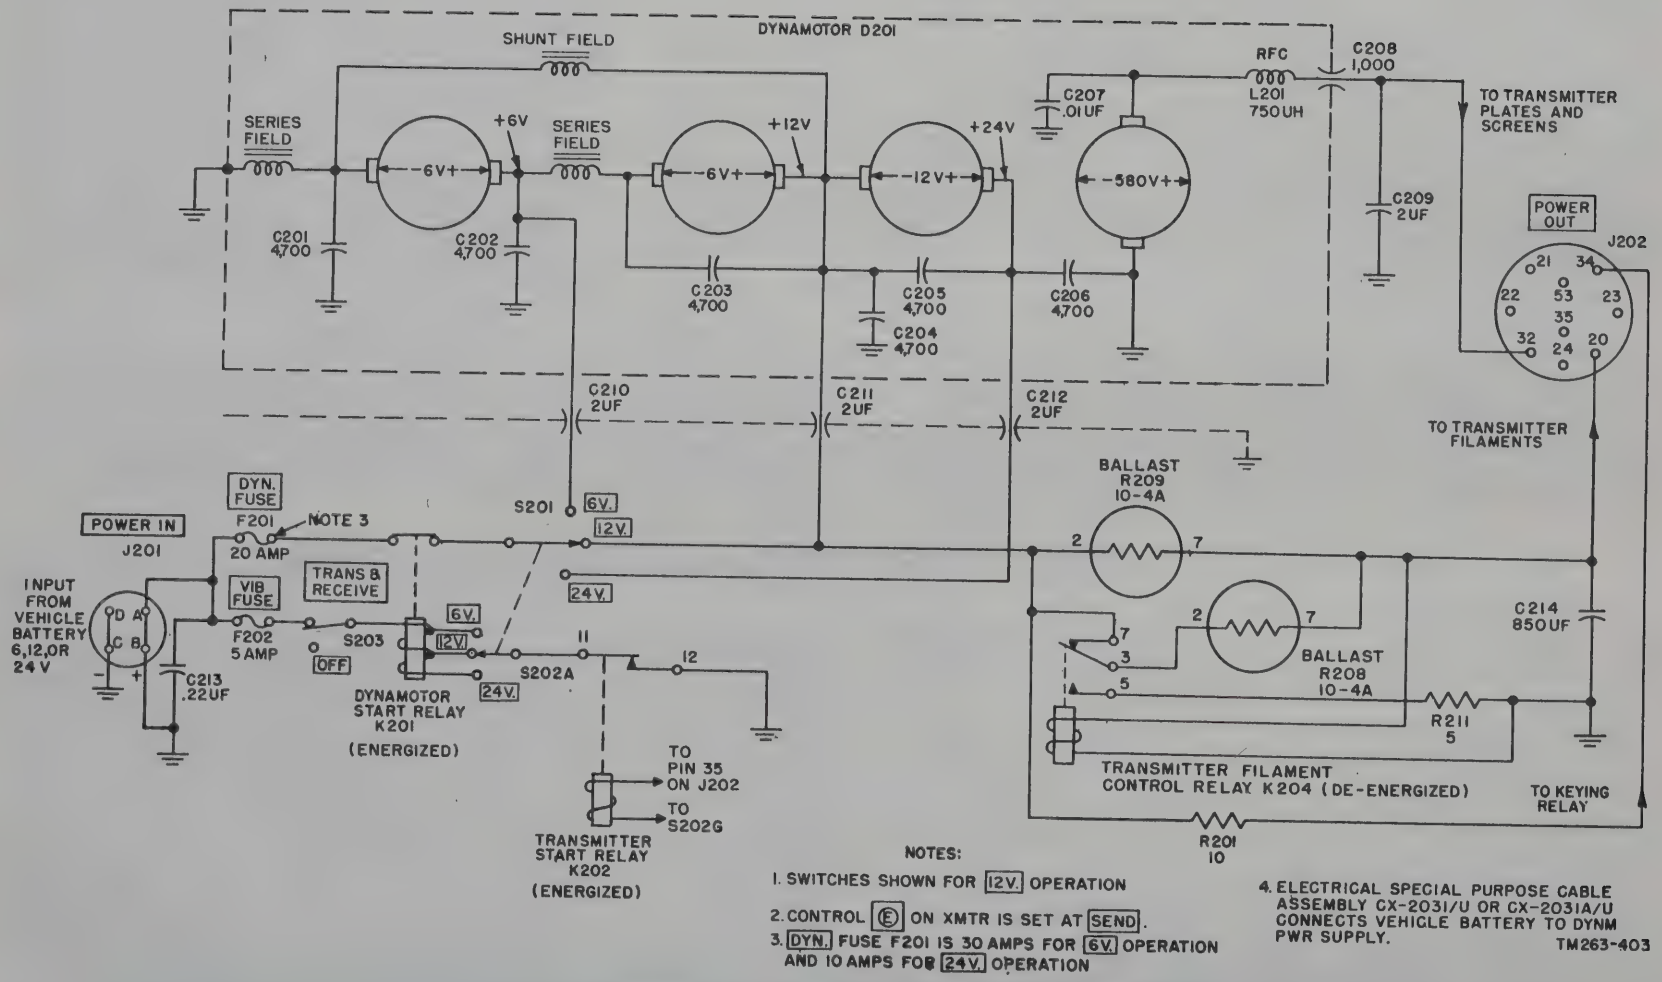

Figure 104. Dynamotor-Power Supply DY–88/GRC–9 dynamotor circuit.
a. Fuses. The vehicular battery is connected by Electrical Special Purpose Cable Assembly CX–2031/U to the + and — terminals of power in receptacle J201 on the dynamotor power supply. Rf bypass capacitor C213 prevents the input cables from radiating rf noise that would interfere with radio reception. DYN. FUSE F201 protects the dynamotor circuits (fig. 104). *This fuse must be changed each time the battery voltage is changed.* VIB. FUSE F202 protects the vibrator circuits.
(fig. 104)
154. Dynamotor D201 (fig. 104)